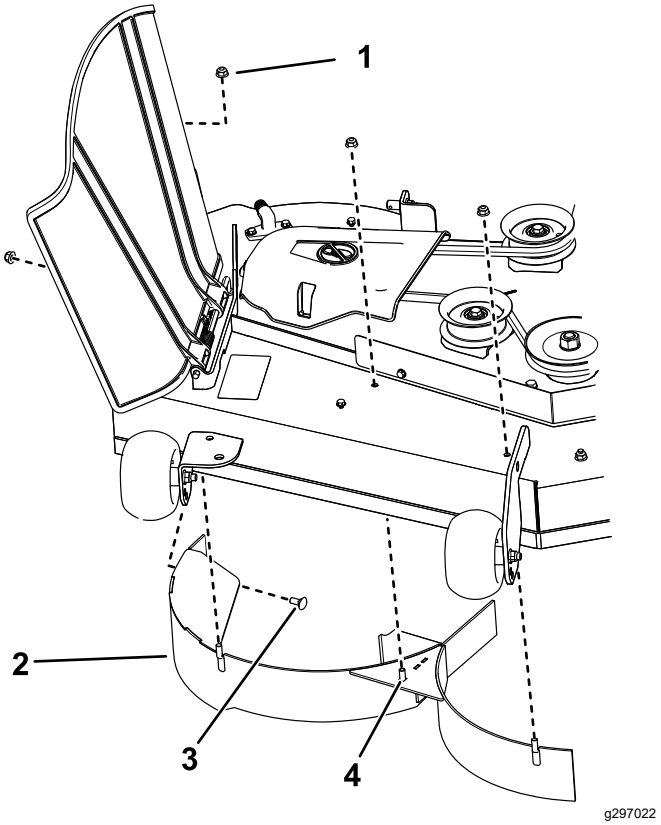

Figuur 13
4. Verwijder de 3 borgmoeren (5/16") van de gelaste pennen van het rechter schot (Figuur 13).
1. Borgmoer – 5/16" (4)
4. Gelaste pen (3)
5. Verwijder de 2 slotbouten en 2 borgmoeren waarmee het rechter schot bevestigd is aan het maaidek en verwijder het schot (Figuur 13).
6. Zoek de 3 bouten in de losse onderdelen en gebruik de aanwezige borgmoeren en monteer de bevestigingen in de openingen die worden gebruikt voor de gelaste pennen (Figuur 13). Dit voorkomt rondvliegende voorwerpen.